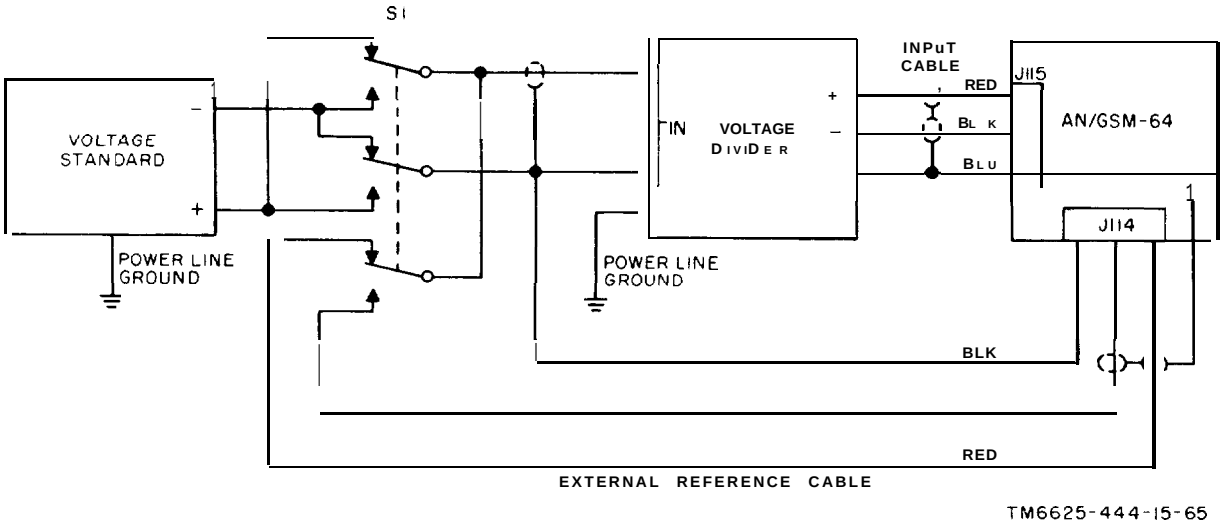

Figure 8–3. Dc voltage ratio test setup.
j. Change the polarity of S1 (fig. 8–3) and observe that the readout is + 33.333 &00.002.
1. Change the polarity of S1 (fig. 8–3) and observe that the readout indication is –44.444 ±00.003.
n. Change the polarity of S1 (fig. 8–3) and observe that the readout indication is + 55.555 + 00.003.
p. Change the polarity of S1 (fig. 8–3) and observe that the readout indication is –66.666 ±00.003.
r. Change the polarity of S1 (fig. 8–3) and observe that the readout indication is + 77,777 ± .00.003.
t. Change the polarity of S1 (fig. 8–3) and observe that the readout indication is –88.888 ± 00.003.
v. Change the polarity of S1 (fig. 8–3) and observe that the readout indication is + 99.999 ±00.003.